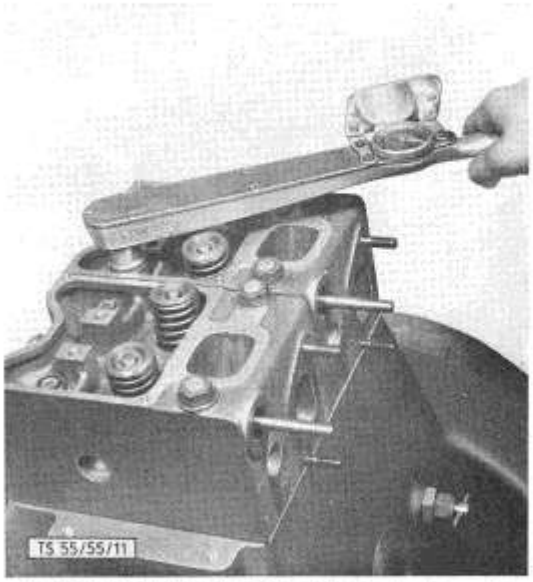

Bild 11: **Festziehen der Zylinderkopfschrauben mit Momentenschlüssel**
c) Das Festziehen erfolgt über Kreuz, vollkommen gleichmäßig, mit einem Drehmomentenschlüssel auf 14—16 mkg (Bild 11).